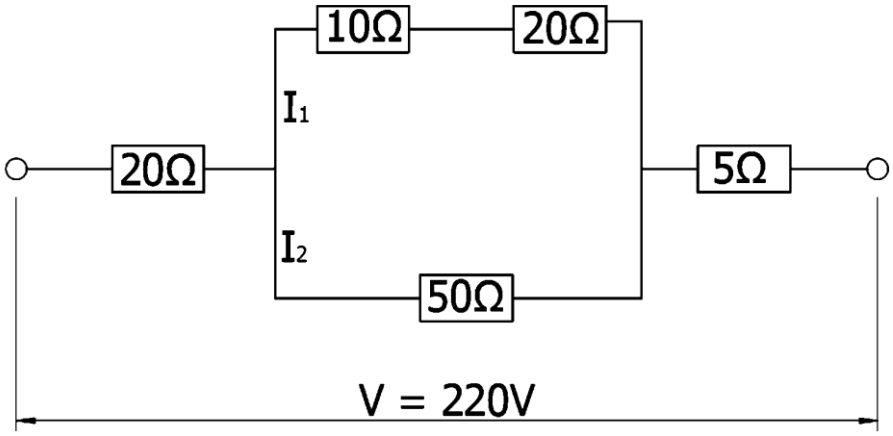

FIGUUR 4 (4)
6.2 Bereken die totale stroom wat in die elektriese kring in FIGUUR 4 hier onder vloei.